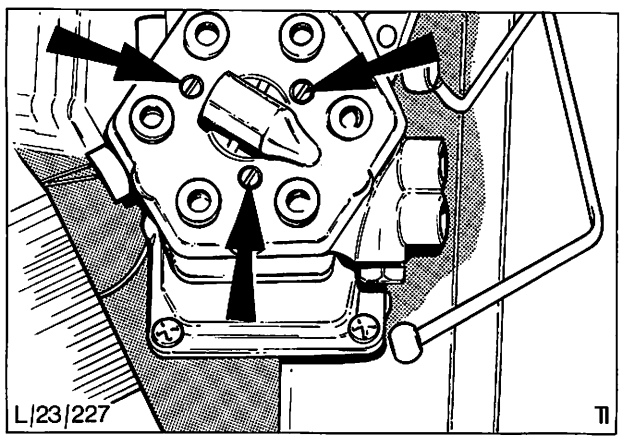

Abb. 77 Befestigungsschrauben – Kraftstoffmengenteiler
5. Kraftstoffmengenteiler komplett abbauen, Abb. 77.